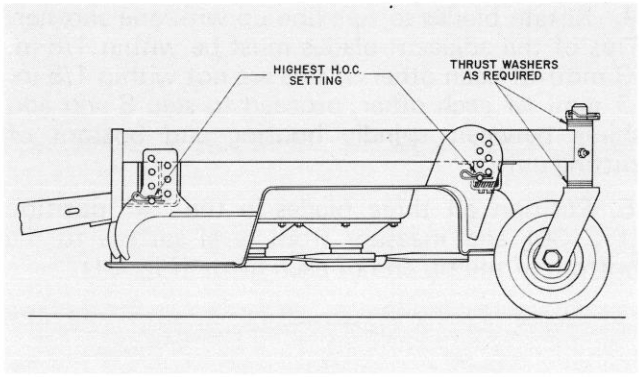

Figure 32
2. Check to make sure front height-of-cut pins are resting properly on frame cushions (Fig. 32). If pins are not resting properly, place a shim or shims under cushion to raise it for proper alignment.
3. Raise height-of-cut to 4 in. (102 mm) position (Fig. 32); refer to Adjusting Height-Of-Cut, page 8.
A. Cutting units usually operated at 1 to 2 in. (25 to 51 mm) height-of-cut should have the low side of the cutting unit raised. Remove the lynch pin securing castor wheel on low end (Fig. 32) and remove castor assembly.
B. Transfer one thrust washer from top side of castor shaft to lower side, install castor assembly and compare blade height of all blades; refer to items 3 through 6. Continue adding thrust washers if height still does not meet requirements.
C. If cutting unit is operated at 2 to 4 in. (51 to 102 mm) height-of-cut, lower the high side of cutting unit. Remove lynch pin of castor at high end of unit and remove castor assembly (Fig. 32).
D. Transfer one thrust washer from lower side of castor shaft to top side, install assembly and compare blade height of all blades; refer to items 3 through 6. Repeat procedure if height still does not meet requirements.